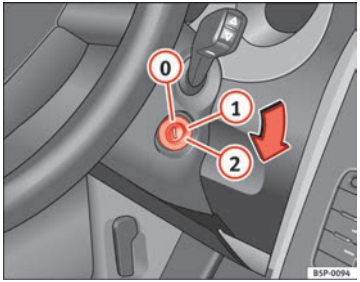

Fig. 138 Ignition key positions
In this position ⇒ Fig. 138 the ignition and the engine are OFF and the steering may get locked.
– Turn the ignition key to position ⇒ Fig. 138 (1). The warning lamp ➰ will light for engine pre-heating.
– When the lamp turns off, turn the ignition key to position (2) to start the engine. Do not press the accelerator.
– Turn the ignition key to position ⇒ Fig. 138 (0).